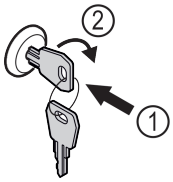

Fig. 96 Reprezentare exemplificatoare
▶ Introduceți cheia prin apăsare *Fig. 96 (1)*.
▶ Rotiți cheia cu 90° în sensul acelor de ceasornic *Fig. 96 (2)*.